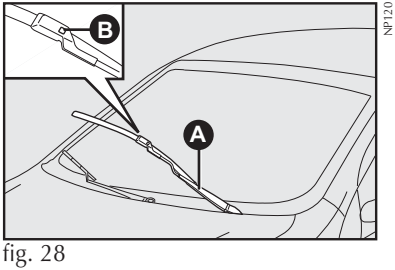

fig. 28
Substituição das palhetas do limpador do para-brisa - fig. 28
1) Levantar o braço **A-fig. 28** do limpador do para-brisa;
2) Apertar a trava **B-fig. 28** e tirar a palheta, empurrando-a para cima e desengatando-a do braço **A-fig. 28**;